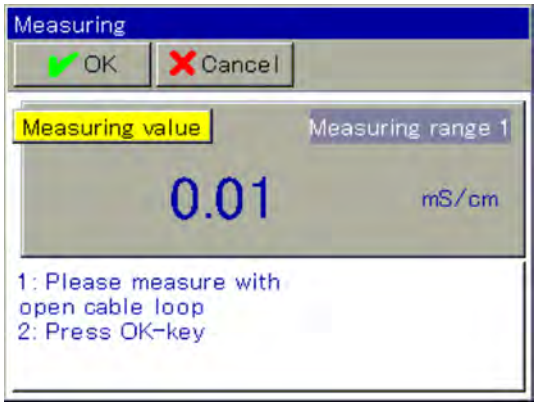

Fig. 76: Measurement
7. The device now performs a measurement with an open conductor loop at the calibration adapter. Wait for a stable display of the measured value, and then click "OK". (See Fig. 76 .)